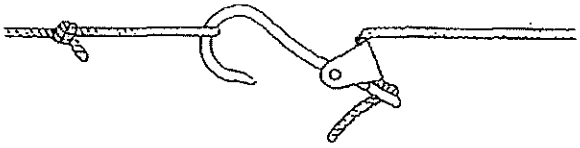

Fig.5
(5) Fig. 5 illustrated below, shows how a hook is to be attached so as to adjust the length of the cord and also to prevent its slackness.